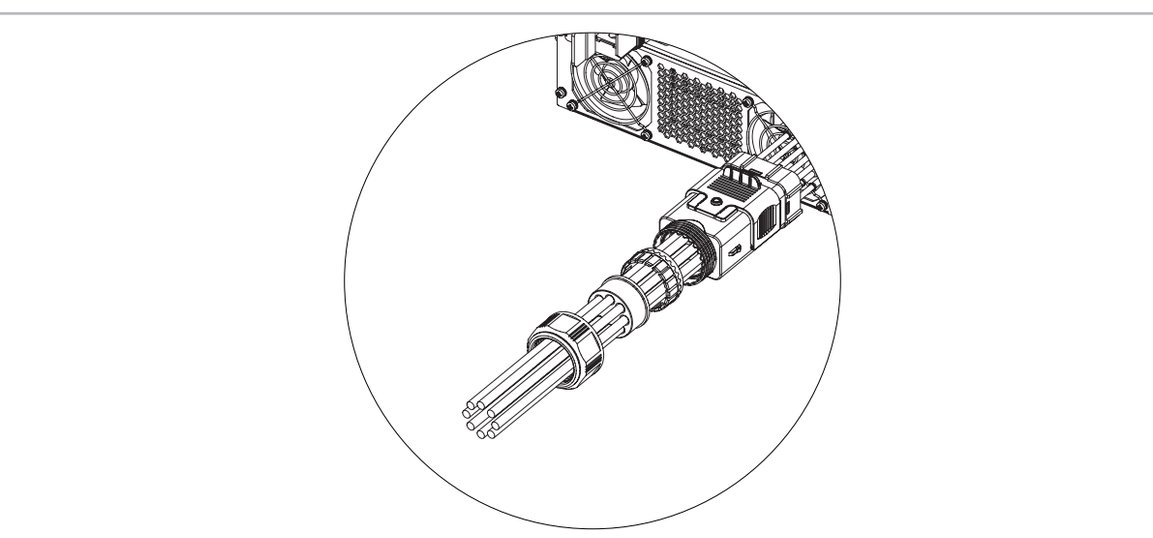

Figure 4-13
3) Loosen the Gland of the waterproof cover, but do not remove the Gland. Pass the AC cables through the Gland, the waterproof ring and the waterproof cover in sequence, as shown in Figure 4-13.